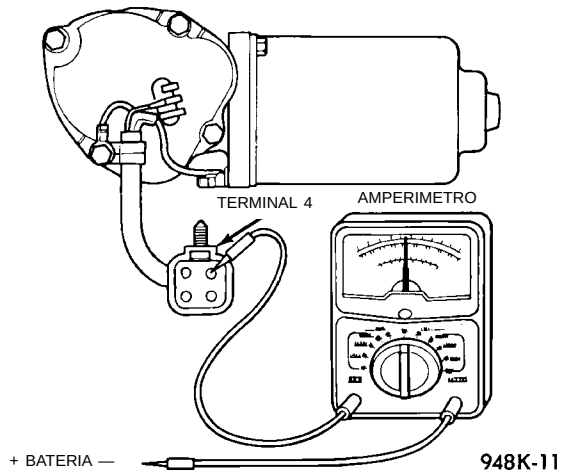

Fig. 4 Prueba del amperímetro
(1) Retire los brazos del limpiaparabrisas y la malla del cubretablero. Desconecte la articulación del motor. Conecte un amperímetro entre el terminal positivo de la batería y el terminal 4 del conector del motor (Fig. 4). Encienda el motor del limpiaparabrisas y verifique la lectura de amperios.